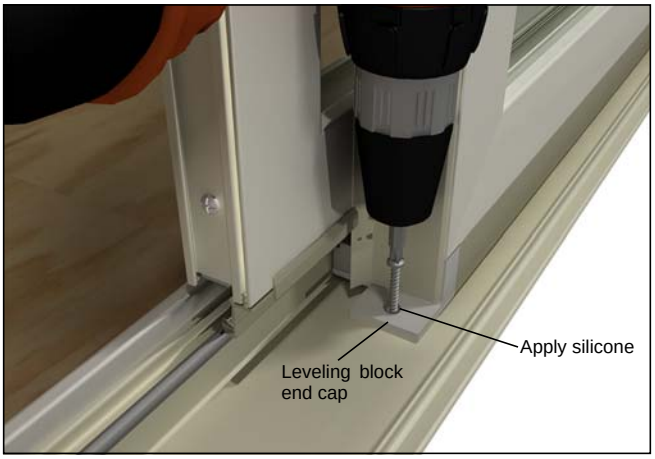

Figure 8
4. Apply a dab of silicone, then fasten through sill at the leveling block end cap(s) with the #8 x 1 1/2" screw. (OXO doors have two end caps.) See figure 8.